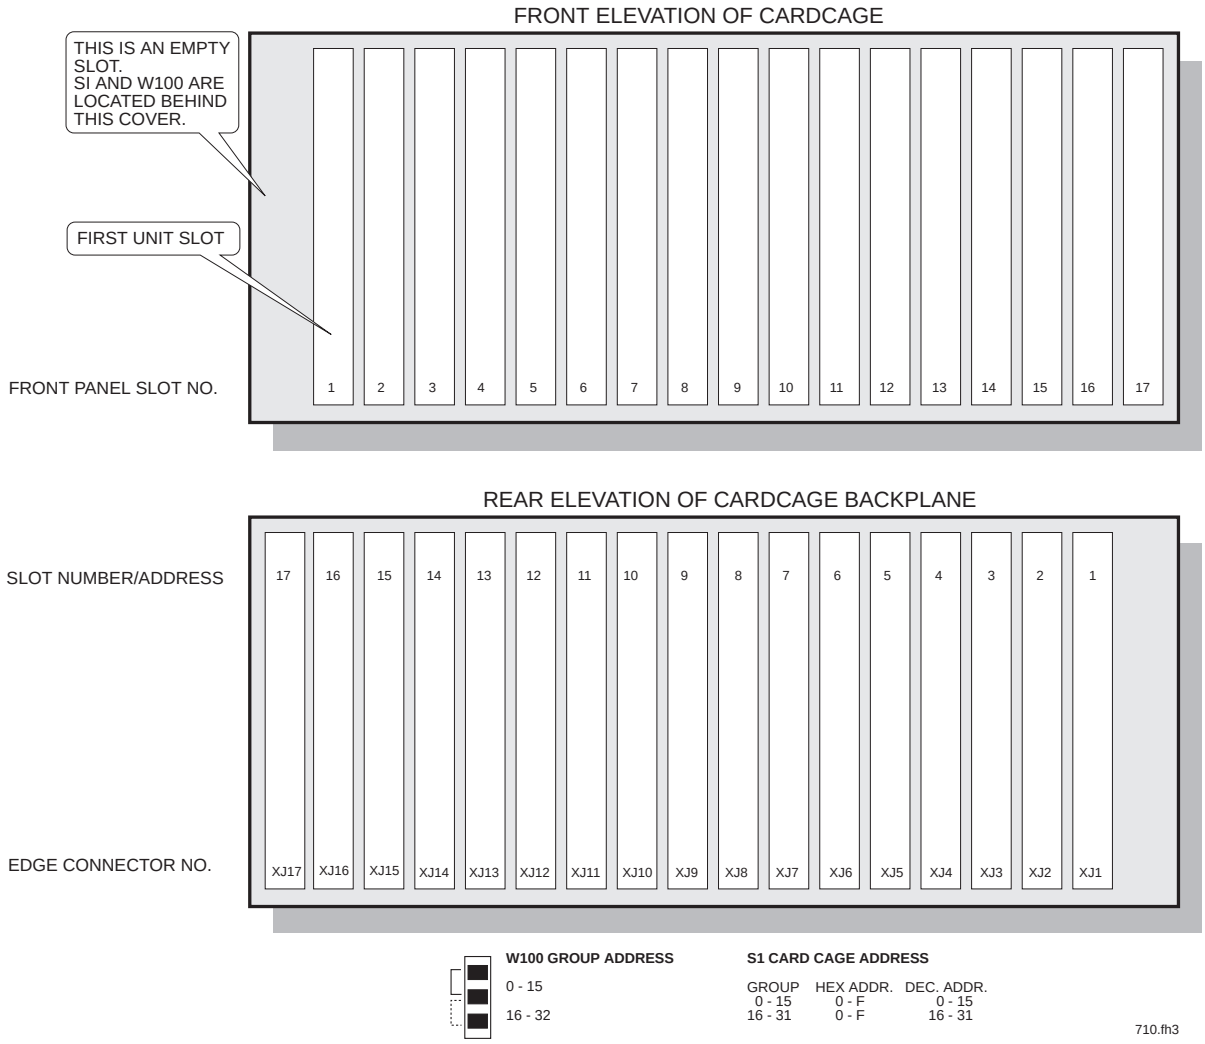
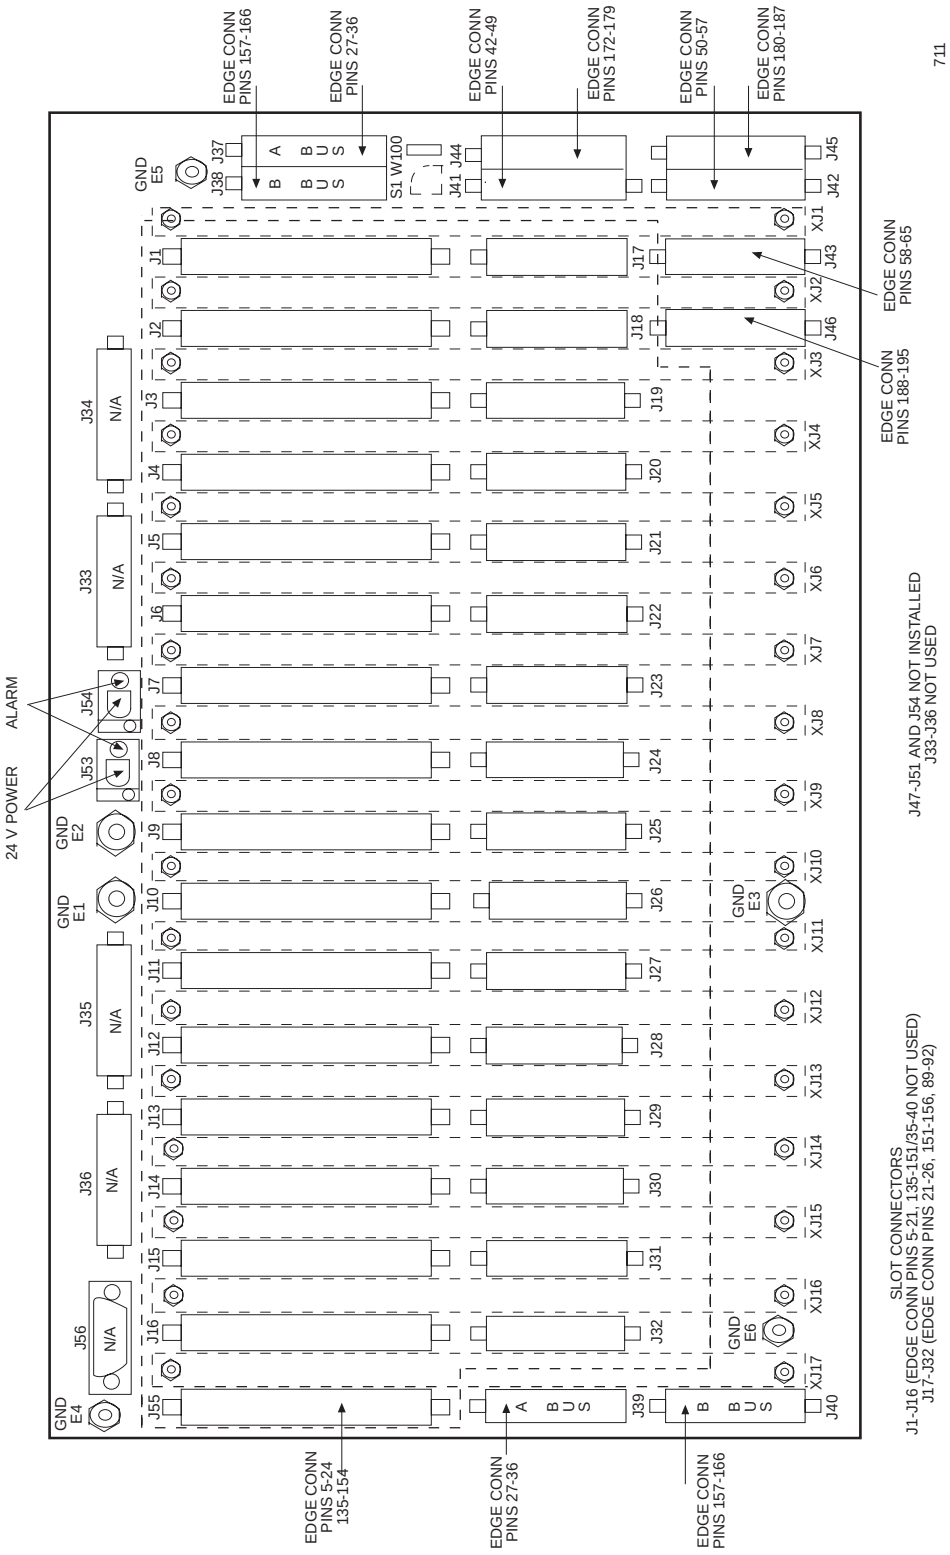
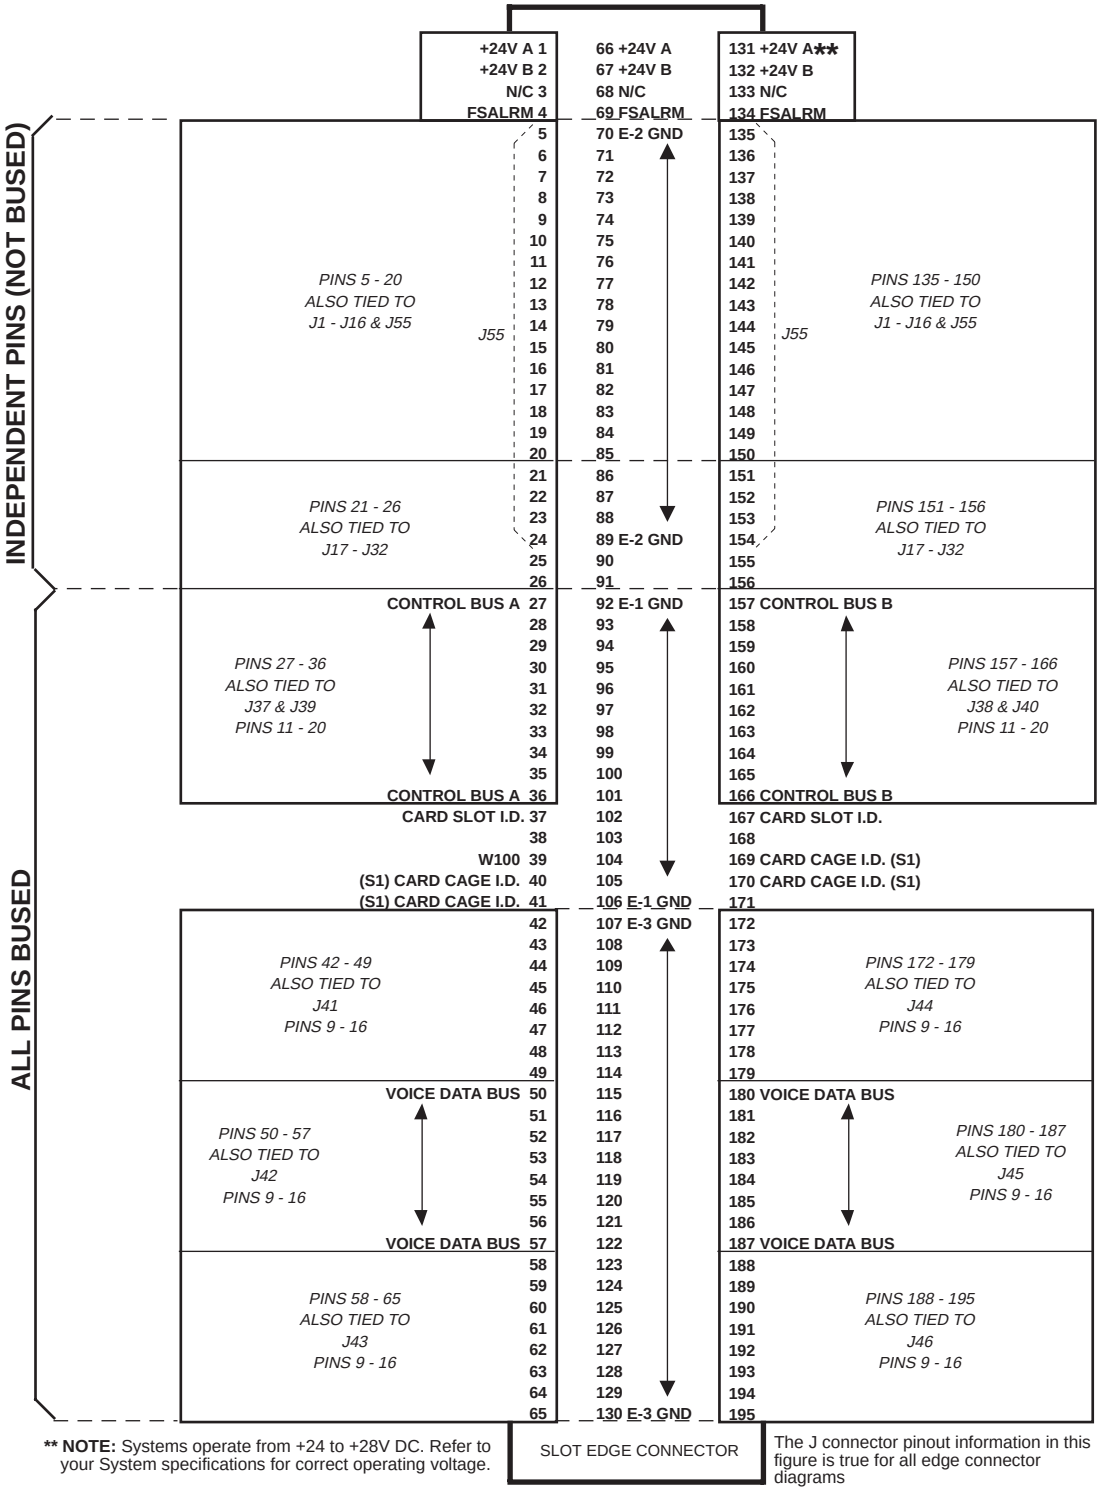

***Figure 4-11. Card Cage Front and Rear Elevations***
***Figure 4-12. Rear View of Card Cage Backplane***
*Figure 4-13. Backplane Edge Connector Configuration*
**Figure 4-11** and **Figure 4-12** show the card cage slot connector layout as viewed from the front and rear of the equipment rack. The connections identified in **Figure 4-13** serve the same functions on all 5U card cages. Pin use on the edge connectors are different for each unit type. Refer to the I/O figures provided in the descriptive paragraph for each unit in Section V to identify pin use. As noted in the figure, power is connected at J53 and J54. The common alarm bus to the Alarm unit is also connected at J53 and J54. The daisy-chained A/B Control buses are connected at J37 and J38 on one side of the backplane and J39 and J40 on the other. Each slot edge connector is tied to these buses as shown in **Figure 4-12**. Connectors J33 – J36 are not used. The slot address is hard-wired at each slot edge connector 1-17.
**Figure 4-13** illustrates the relationship between the edge connector pins and the external connectors on the rear of the backplane. Note that pin 39 is connected to address jumper W100 and pins 40, 169, 41 and 170 are connected to address switch Sl. Sl and W100 are located as shown in **Figure 4-11** and **Figure 4-12**. W100 is accessed from the rear of the rack, Sl from the front. W100 and Sl should be set before units are installed in the card slots and before the cover panel on the extreme left side is installed.